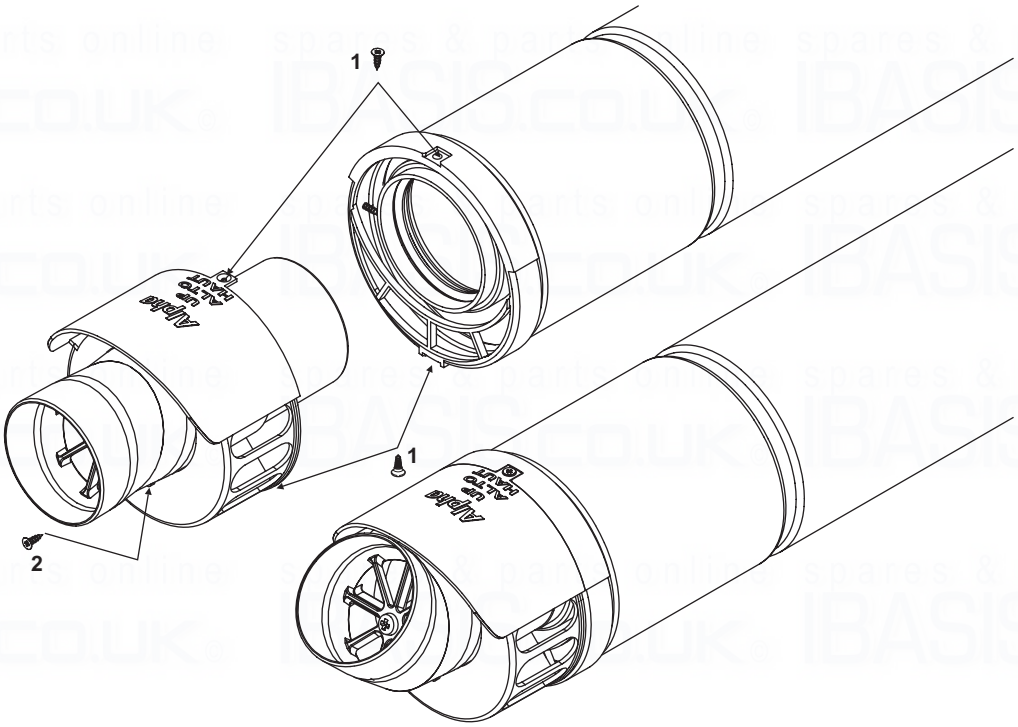

Fig. 21
i. Remove the screws (1 in Fig. 21) securing the terminal and remove the terminal by pulling it from the flue assembly. Remove the screw (2 in Fig. 21) securing the terminal end section and remove the end section from the terminal.